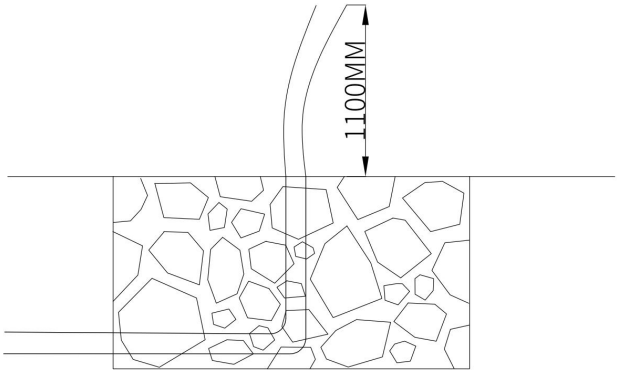

图 16
3、在预埋好 PVC 管穿入 2.5 平方的三芯电线且预留好够长的线头，方便与设备和插座接线，如图 16。